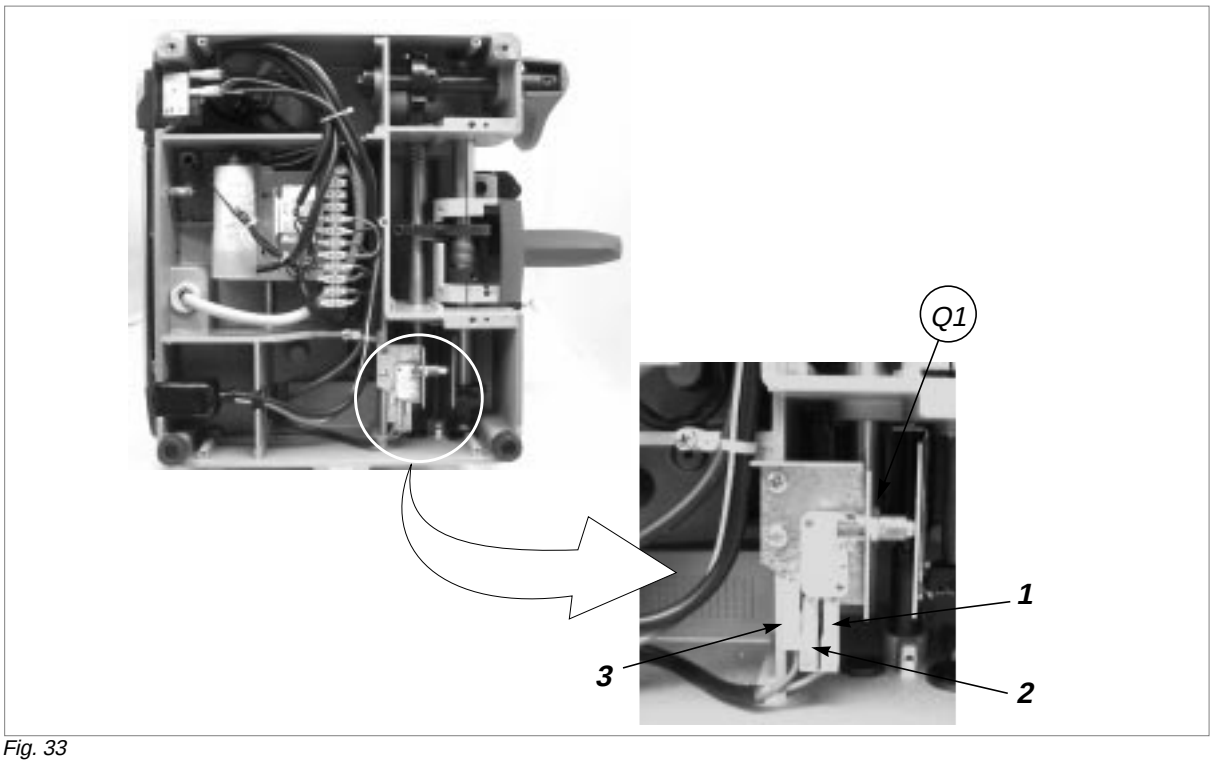

Fig. 33
4) Loosen the nut (Q1) and remove the microswitch (fig.33).